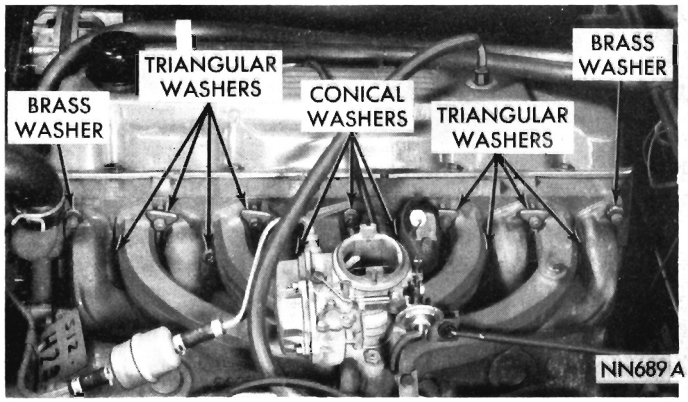

Fig. 13—Manifold Assembly (170, 225 Cu. In. Engines)
(1) Remove carburetor air cleaner. **If engine is equipped with closed type breather cap, disconnect hose at air cleaner intake tube.**
(2) Disconnect vacuum control tube at carburetor and distributor. Disconnect fuel line, crankcase ventilator valve hose, automatic choke rod and throttle linkage at carburetor and remove carburetor.
(3) Disconnect exhaust pipe at exhaust manifold.
(4) Remove nuts and washers attaching manifold assembly to cylinder head and remove manifold (Fig. 13). Remove three screws securing intake manifold to exhaust manifold and separate manifolds.
(1) Install a new gasket between the two manifolds and install the three long screws securing the manifolds. **Do not tighten screws at this time.**
(2) Position manifold assembly on cylinder head, using a new gasket. Install triangular washers and nuts on upper studs and on the four lower studs opposite numbers 2 and 5 cylinders (Fig. 13). The eight